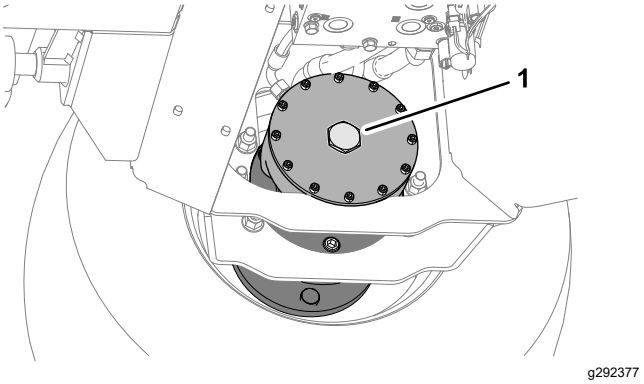

Figur 35
6. På høyre side, identifiser bremseskiveenheten på forhjulsmotoren, og fjern sekskantpluggen (Figur 35).